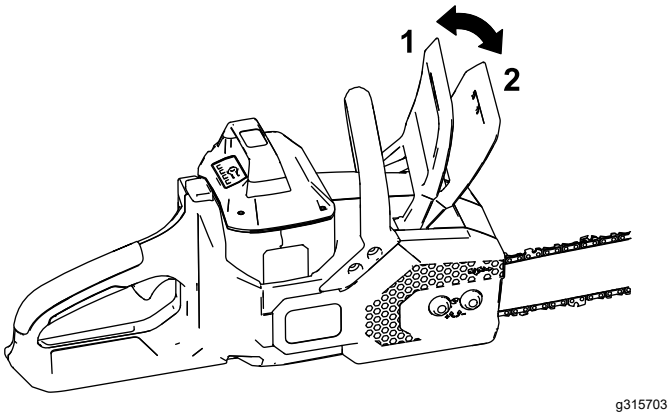

Figur 8
6. Kontrollera att kedjebromsen är i driftläget (OPERATING) (Figur 8).
Ställ kedjebromsen i läget STOP (Figur 8) och avlägsna batteripaketet efter avslutad sågning och när du ska transportera sågen till eller från arbetsområdet.